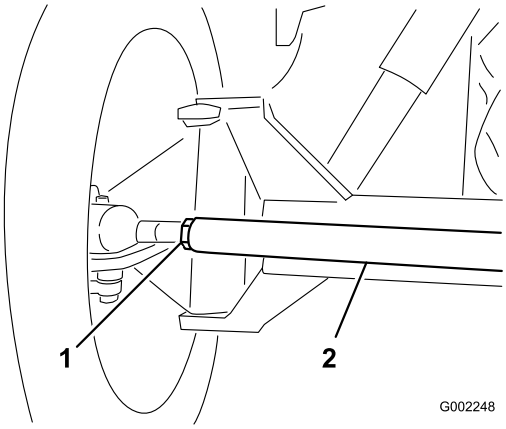

Bild 52
3. Wenn der Wert nicht im angegebenen Bereich liegt, lösen Sie die Klemmmuttern an beiden Ende der Zugstange (Bild 52).